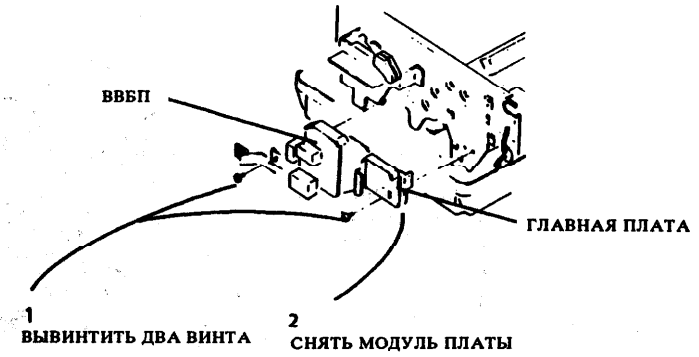

Рис. 2. (только 5009) Снятие модуля платы
3. (ТОЛЬКО 5009) (Рис. 2): снять модуль платы.